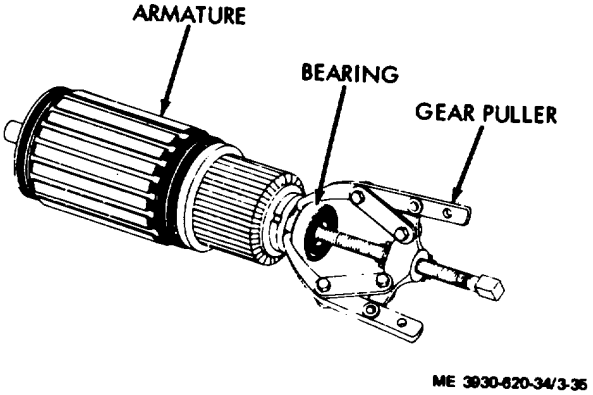

Figure 3-35. Bearing removal.
(8) If bearings are worn or damaged, remove bearings from armature shaft using a suitable gear puller. (fig. 3-35.)